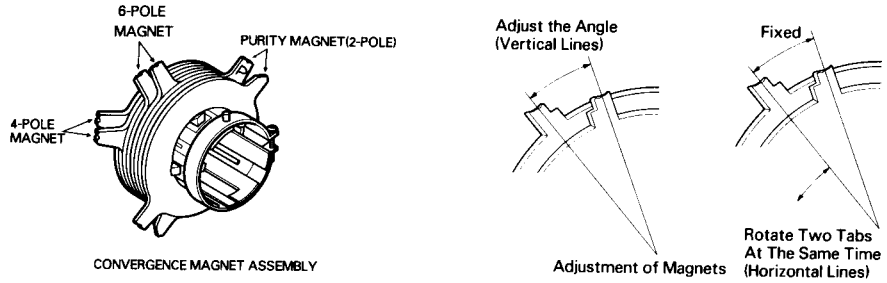

Figure 17
6. Rotate and spread the tabs of the purity magnet (See figure 17) around the neck of the picture tube until the green belt is in the center of the screen. At the same time, center the raster vertically.
3. Adjust two tabs of the 4-pole magnets to change the angle between them (See figure 17) and superimpose the red and blue vertical lines in the center area of the picture screen. (See figure 18)